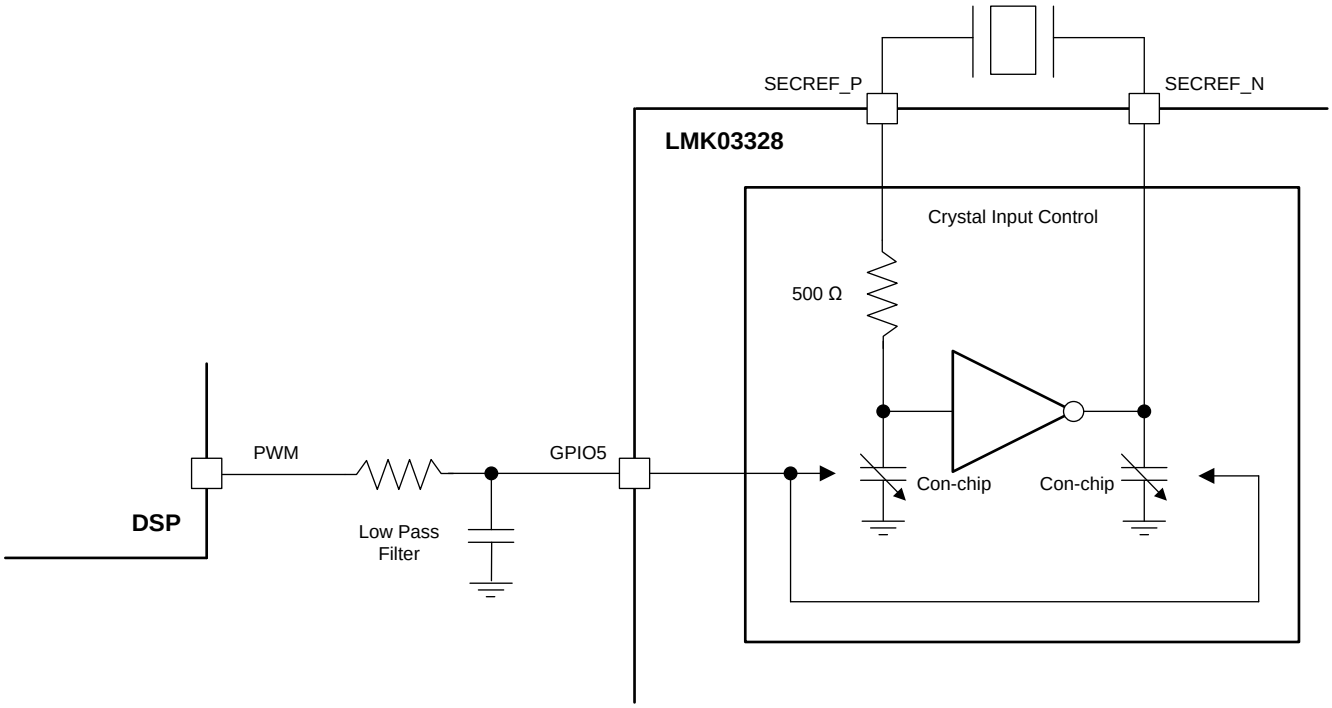

Figure 57. Crystal Load Capacitance Compensation Using PWM Signal
- The second method is using a low-pass filtered PWM signal to drive the 8-level GPIO5 pin as shown in Figure 57. The PWM signal could be generated from the frequency difference between a highly stable TCXO and the output of LMK03328 that is provided as a feedback into the GPIO5 pin and used to adjust the on-chip load capacitance on the crystal input to reduce frequency errors from the crystal. This is a quick alternative that produces a frequency error at the LMK03328's output and could be acceptable to any application when compared to a full-characterization with a chosen crystal to understand the exact load pulling required to minimize frequency error at the LMK03328's output. More details on frequency margining are provided in *Application and Implementation*.